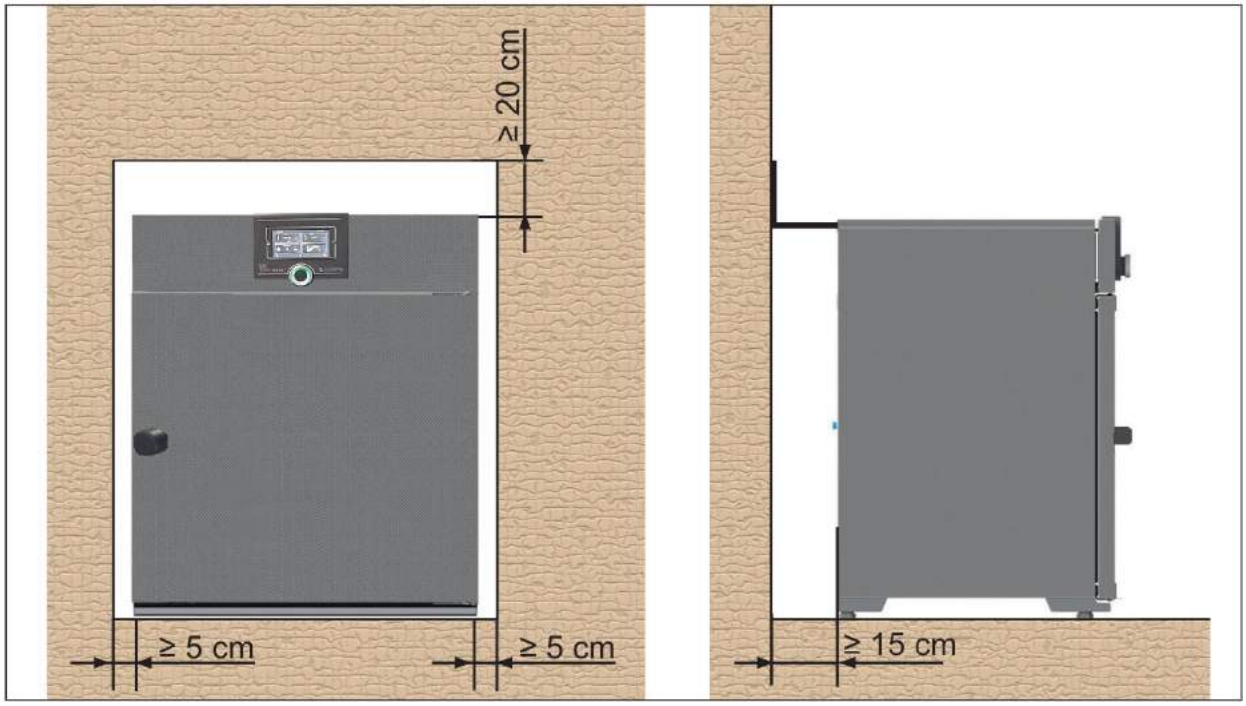

Fig. 8 Minimum clearance from walls and ceiling
appliances must not be less than 5 cm (Fig. 8). Sufficient air circulation in the vicinity of the
2. Bend the tilt protection upwards by 90 ° in the desired distance to the wall (consider the minimum distance to the wall, see Fig. 8).